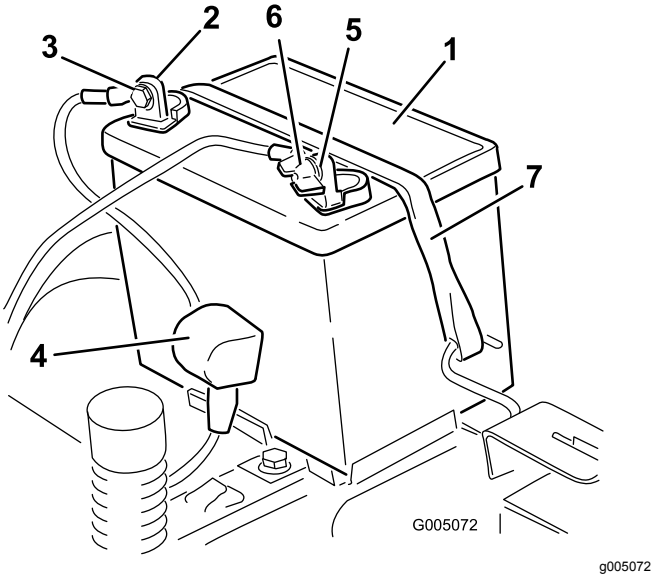

Figur 46
4. Tag det sorte minusjordkabel af batteriets pol (Figur 46).
6. Tag det (røde) positive kabel af batteriets pol (Figur 46).
7. Fjern batteritilholderen (Figur 46) og løft batteriet op fra batteribakken.
1. Placer batteriet i bakken (Figur 46).
5. Fastgør batteriet med tilholderen (Figur 46).